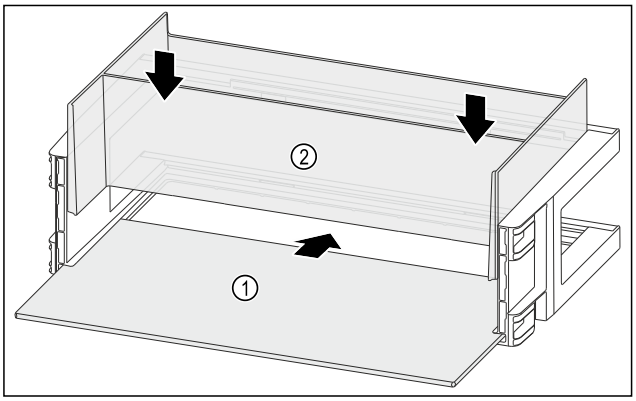

Fig. 134
- ▶ Odkládací plochu *Fig. 134 (1)* zasuňte do bočních vybrání.
- ▶ Organizér *Fig. 134 (2)* vložte.